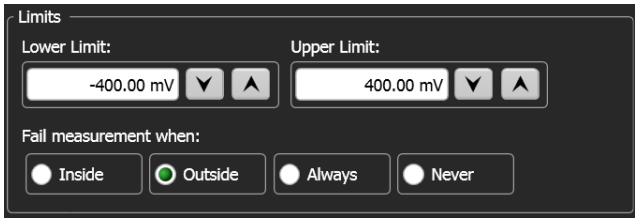

Figure 30. This signal is supposed to stay within ±400 mV.
- An oscilloscope or eye/mask measurement passes or fails a criterion (see Figure 30)